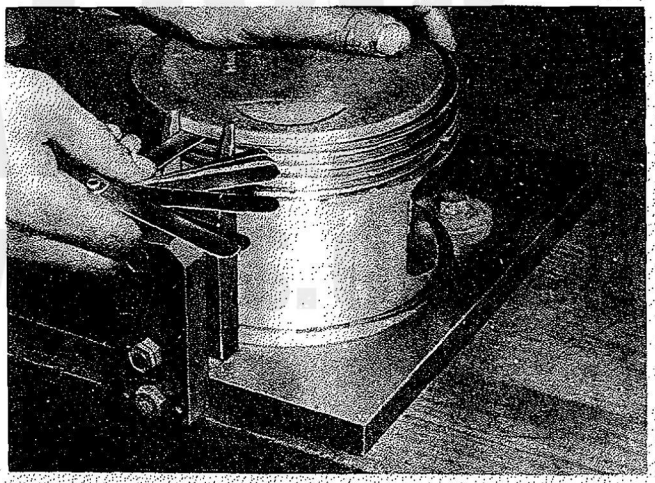

Figure 219—Measuring Side Clearances of Wedge Type Piston Ring
(1) Tools required are a surface plate square, or a V-block or an angle shaped tool such as is illustrated in Figure 219, also a feeler gage.
(2) Assemble the wedge rings in the proper grooves in the piston, and place the piston, bottom down on a bench or other solid surface.
(3) Place the tool vertically against the thrust face of the piston adjacent to the piston pin relief machined in the side of the piston in such a manner that the two parallel edges of the tool contact the full length of the piston skirt. Do not hold the tool over the piston pin relief. Strap the tool in this position using strong rubber bands or their equivalent to hold the tools firmly against the piston skirt. Turn all rings until the gap of each ring is located approximately over the piston pinhole or 45 degrees from the tool.
(4) With one hand, press lightly on one of the wedge type piston rings on the side opposite the tool until that ring contacts the two parallel edges of the tool. Do not press so hard that the tool is pushed away from the side of the piston. With the other hand, insert a feeler gage between the top of that piston ring and the top of the piston ring groove, holding the feeler next to the tool. The side clearance at this location is thus obtained. (This operation is illustrated in Figure 219.) Measure the side clearance of all the remaining wedge type piston rings in the piston by repeating this operation with the tool in this same location.
(5) Without changing the position of the rings measure the side clearances of all wedge type rings in the same manner as directed in paragraph *c.* (4) above with the tool in three other locations approximately 90 degrees apart around the piston.
(6) If the side clearance thus obtained for any wedge type piston ring, measured at the front or rear of the piston, is not within the limits specified in the applicable Table of Limits for wedge type rings (AN 02-35-1), replace that ring with a ring of sufficient dimension to provide the proper side clearance.